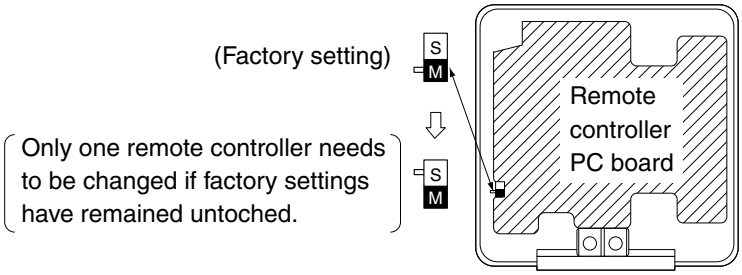

Fig. 33
(2) Turn the **main/sub changeover** switch on one of the two remote controller PC boards to “S”. (Leave the switch of the other remote controller set to “M”.) **(Refer to Fig. 33)**